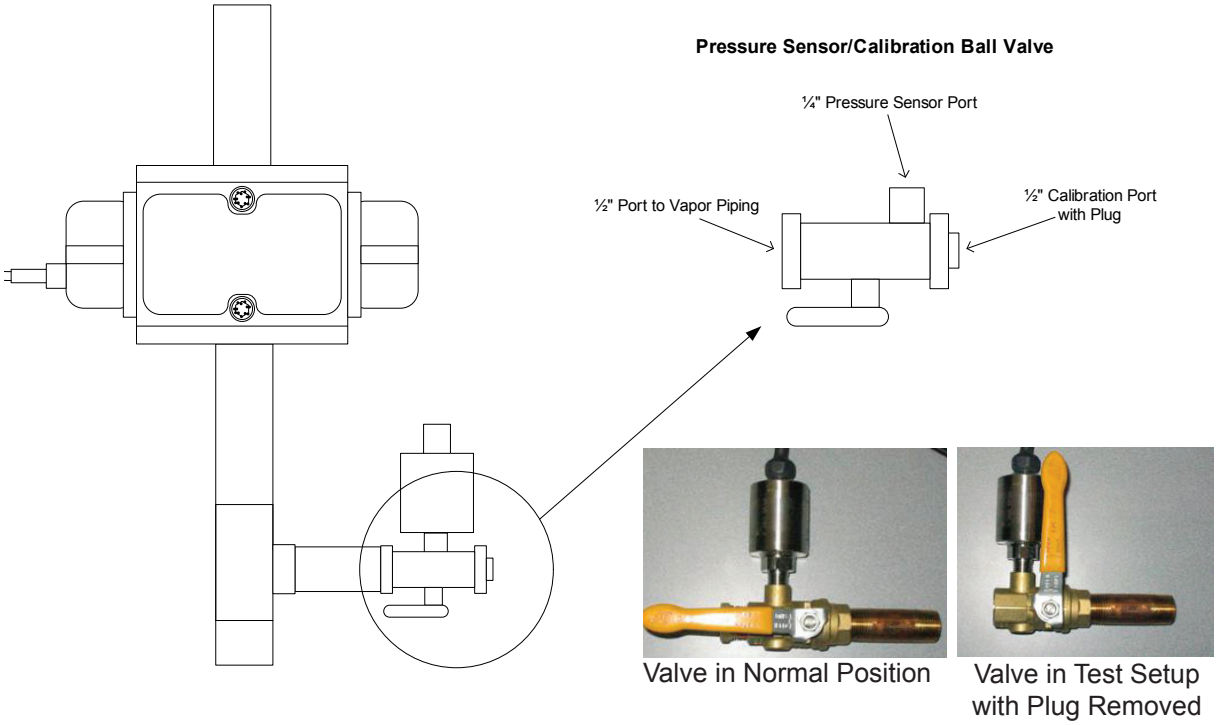

FIGURE 10-3
8.4.1 On the LCD of the console, go to the VRM Control page, refer to Figure 10-3, and perform the following steps